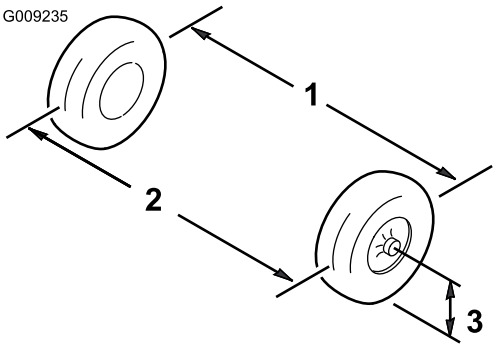

Figur 38
1. Mål avstanden mellom begge forhjulene ved akselhøyde, både foran og bak på forhjulene (Figur 38).